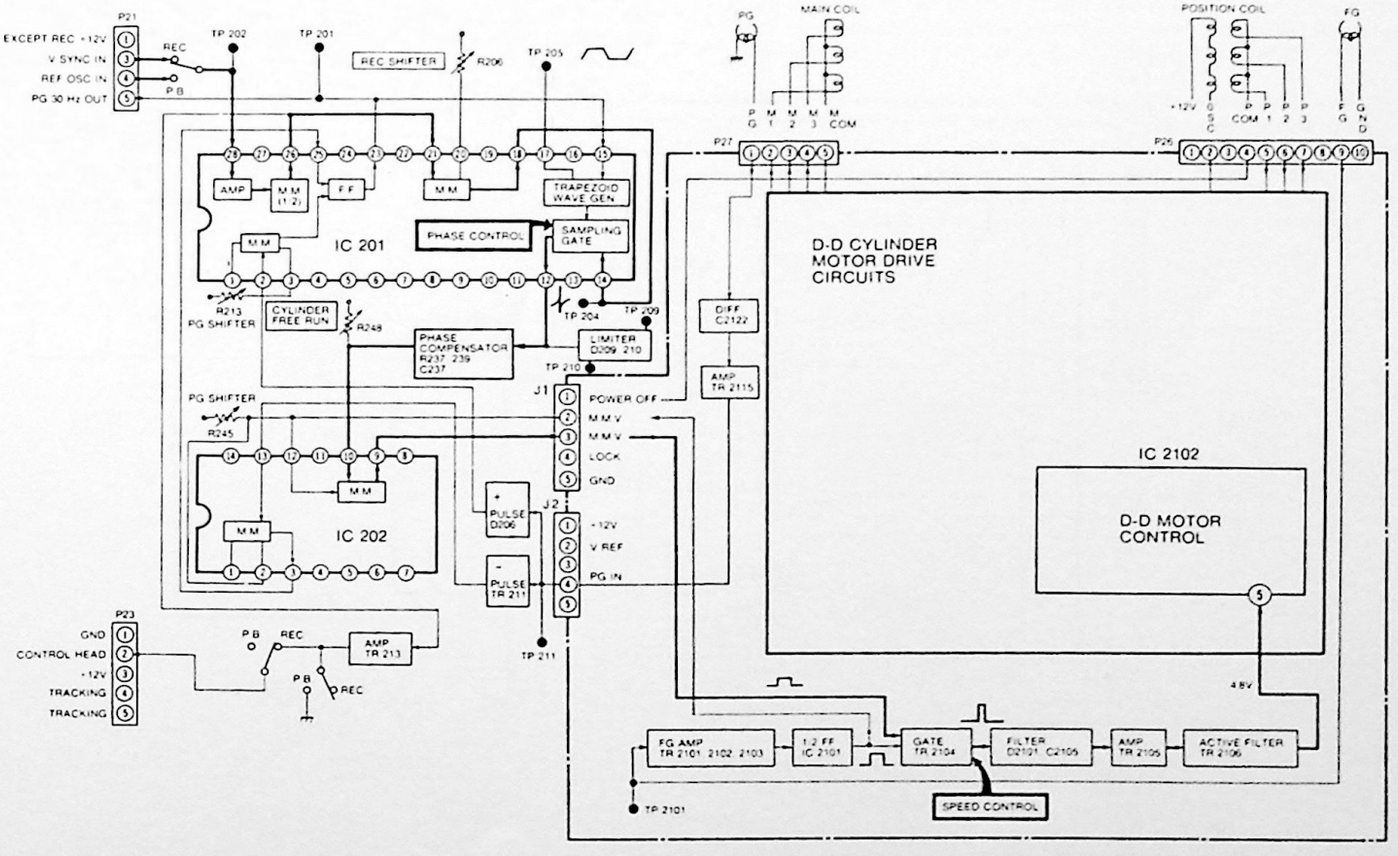

Figure 27. Cylinder Servo Detailed Block Diagram
As previously learned, the cylinder servo system operates differently in "Record" and "Play." Figure 27 shows that in the "Record" mode, the cylinder servo is locked to vertical sync taken from the sync separator — located on Chroma board. Input sync is applied to an amplifier stage in IC 201 via plug 21 pin 3 and the **record/playback** switch. In the Playback mode, the cylinder runs at a constant 1800 R.P.M. because it is locked to a 60-Hz signal obtained via a countdown chip clocked by the 3.58-MHz crystal oscillator on the Chroma board. In either case, the output of the IC 201 amplifier is applied to a ÷ 2 counter (MM — one-shot multivibrator) which outputs a 30-Hz signal at pin 26 of the chip. This 30-Hz signal supplies the control track signal during "Record," as-well-as furnishing input (via chip pin 21) to the record shifter one-shot multivibrator (MM). Record shifter output is at pin 18 of the chip. This signal, after differentiation into a narrow pulse, is applied back into pin 14 of the IC to act as the sample pulse for the sample gate. (The record shifter stage is an adjustable time-delay circuit that allows the vertical-sync pulse to be physically positioned on the tape so that it occurs soon after head switching during playback.)